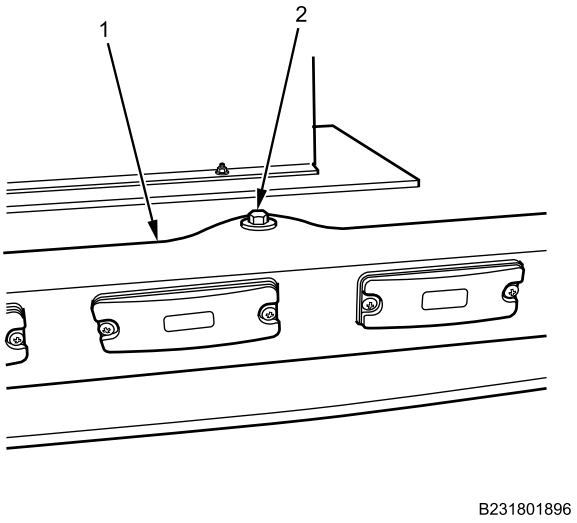

Figure 2. Light Bar.
3. Remove bolt (Figure 2, Item 2) from light bar (Figure 2, Item 1) and position light bar aside.